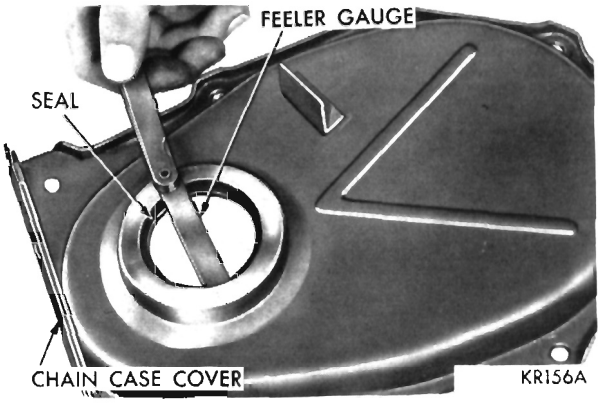

Fig. 24—Inspecting Seal for Proper Seating
(9) The seal is properly installed when the neoprene is tight against face of cover. Try to insert a .0015 inch feeler gauge between the neoprene and the cover (Fig. 24). If the seal is installed properly, feeler gauge cannot be inserted. **Do not over compress neoprene.**